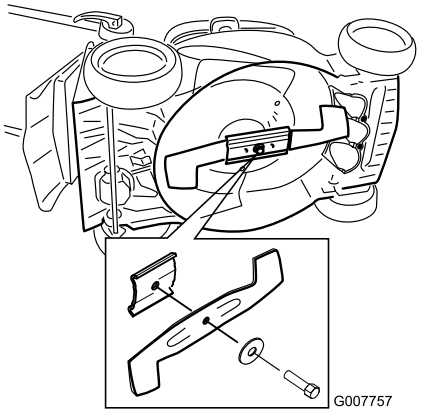

Figure 30
2. Basculez la tondeuse sur le côté (filtre à air en haut) (Figure 30).